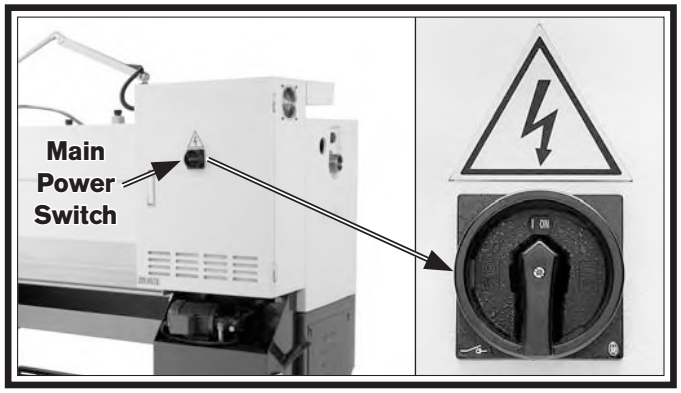

Figure 23. Main power switch in ON position.
12. Connect the lathe to power source, then turn the main power switch (**Figure 23**) to the **ON** position.